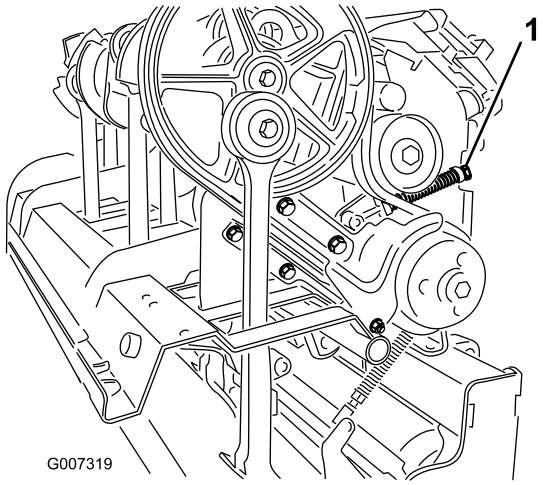

**Figur 33**
4. För att frigöra mellandrevfjäderns spänning ska du lossa låsmuttern som håller fast fjäderhållaren (Figur 33) och vrida fjäderhållaren.